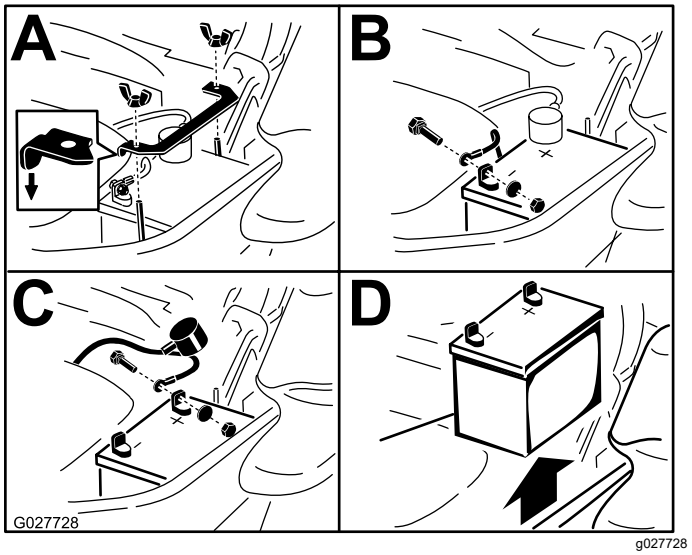

Figur 66
3. Fjern batteriet, som vist i Figur 66.